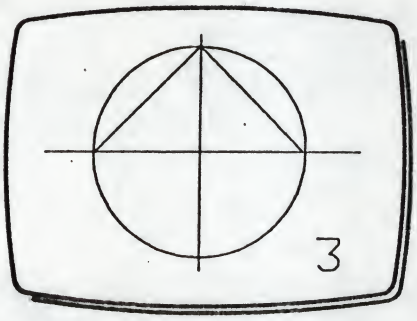

Fig 3
2 Draw two lines as (3) in Fig 3. Note that it is easier to add the detail at this scale.